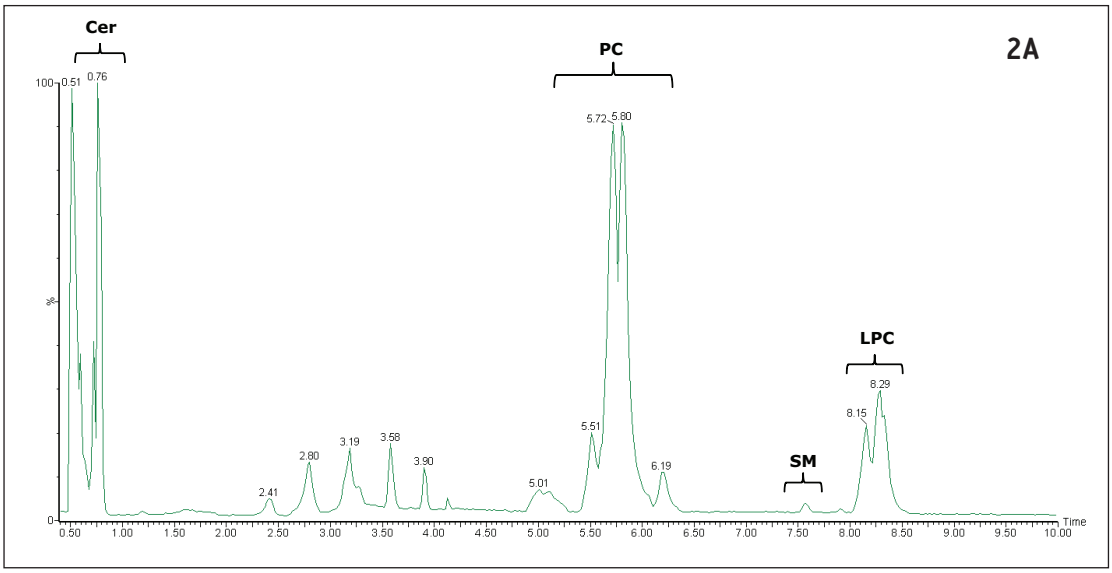
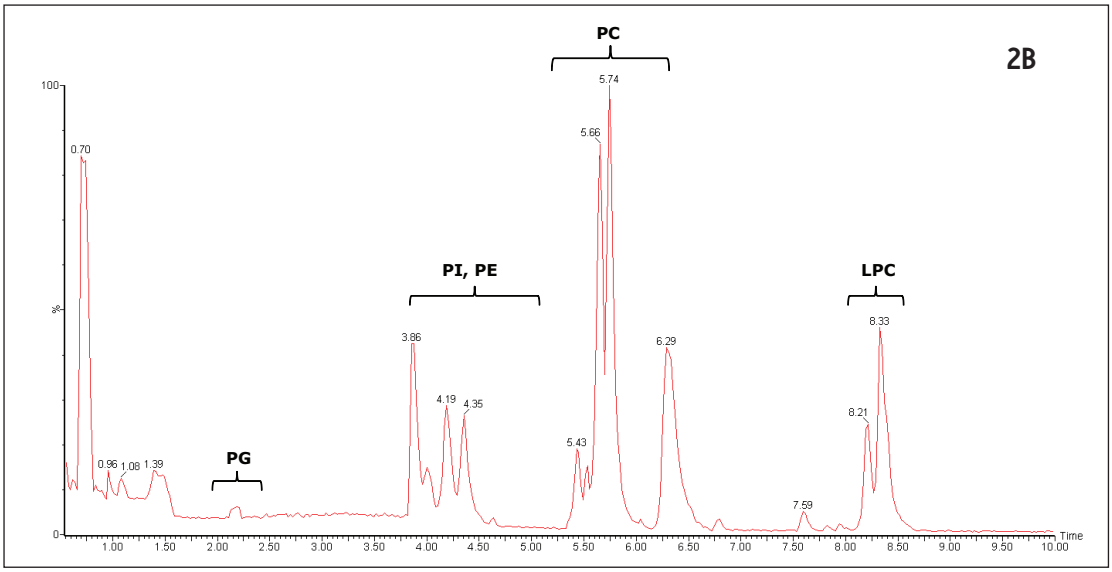

図 2A ESI+モードでのサルの血漿サンプルの HILIC UPLC クロマトグラム
図 2B ESI- モードでのサルの血漿サンプルの HILIC UPLC クロマトグラム
HILIC で分析した結果、逆相 UPLC 分析で得られた結果 [9] と比較して、各脂質はシャープなピーク形状が得られ、更に異なるクラス間の分離が改善しました。サルの血漿中の UPLC クロマトグラムを図 2 に表示します。図 2A のクロマトグラムではポジティブイオン化モードでフォスファチジルコリン (PC)、スフィンゴミエリン (SM)、リゾフォスファチジルコリン (LPC) が分離されていることが分かります。このような脂質クラス毎の明確な分離は逆相分析では得られません [9,10]。トリアシルグリセロールとジアシルグリセロールは HILIC カラムでは保持することができず、セラミド (Cer) より前に溶出していると考えられます。ネガティブイオン化モードでは、フォスファチジルグリセロール (PG)、フォスファチジルイノシトール (PI)、フォスファチジルエタノールアミン (PE) が PC の前に溶出し、分離されていることが分かります (図 2B)。